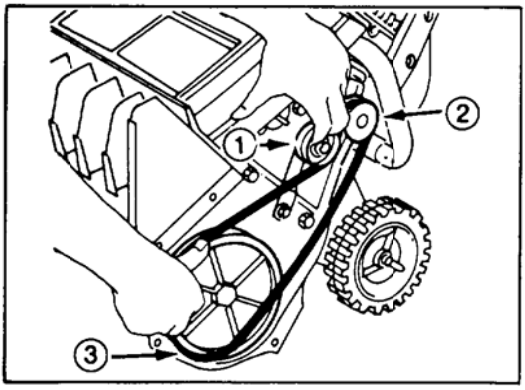

Fig. 10
4. INSTALLING BELT (Fig. 10) — Loop belt around engine pulley, under idler pulley and start belt around rotor pulley. Pull idler pulley up and rotate rotor pulley forward until belt fits into pulley.